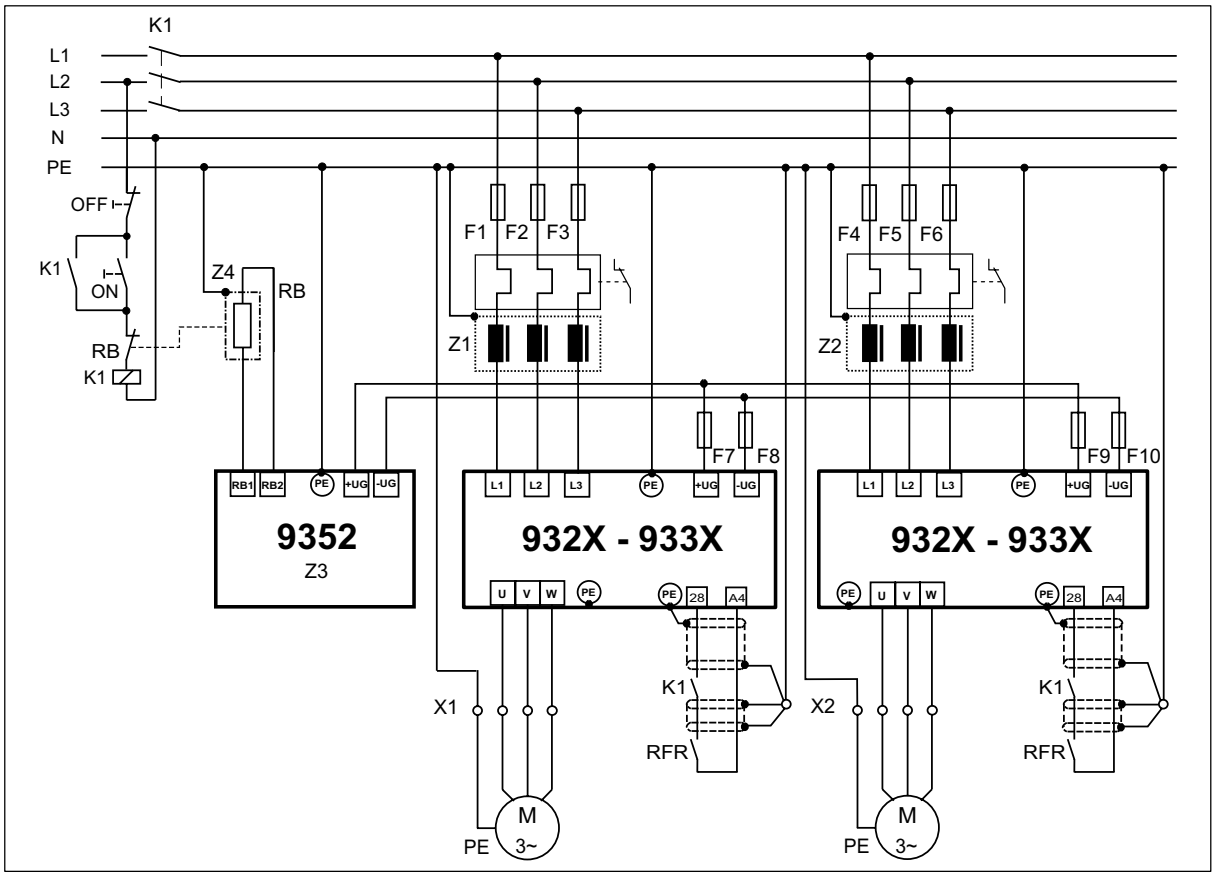

Fig. 4-9 Decentralized supply with DC-bus connection of several drives
– Fig. 4-9, “Decentralized supply for DC-bus connection of several drives”. (📖 4-18)